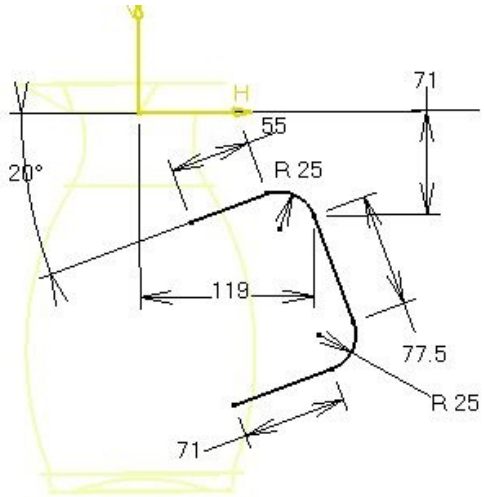

Figure 10-63 *The guide for the sweep surface*
f. Draw the sketch to create the sweep profile, refer to Figures 10-63 and 10-64.
2. Draw the sketch for the guide curve, as shown in Figure 10-63.